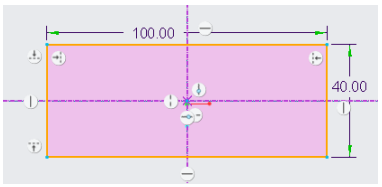

Figure 14-108 *The sketch for the base wall*
4. Draw the sketch for the base wall, as shown in Figure 14-108, and choose the **OK** button to exit the sketcher environment.